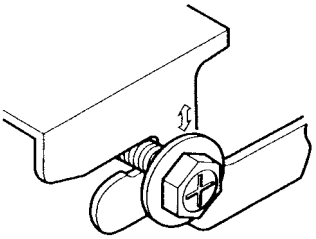

Abb. 28
5. Heben Sie das Gerät und schieben Sie es in den Ausschnitt (siehe Abb. 28).